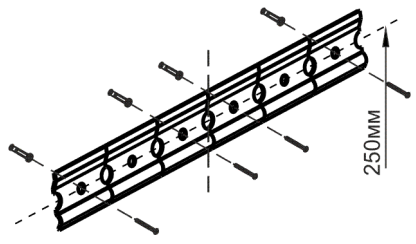

рис. 6
- от линии установки нижней кромки вытяжки, на расстоянии 250 мм прикрепите планку крепежную для навесов рис. 6 (расположите планку таким образом, чтобы между верхним краем и стеной был зазор, а нижний край плотно прилегал к стене);